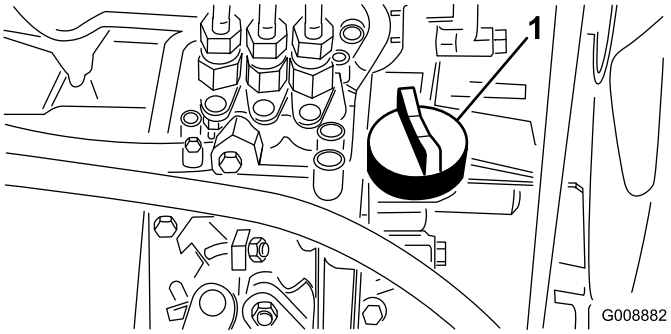

Figur 36
4. Om oljenivån är låg tar du bort påfyllningslocket (Figur 36) och tillsätter gradvis små mängder olja samtidigt som du kontrollerar nivån, tills nivån når märket FULL på oljestickan.